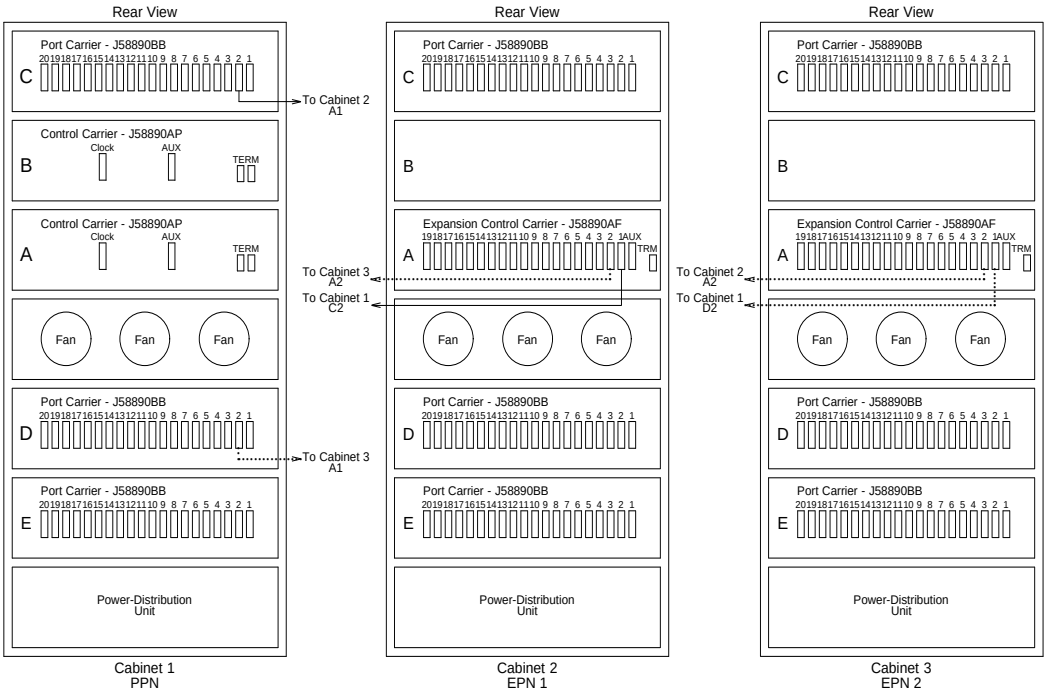
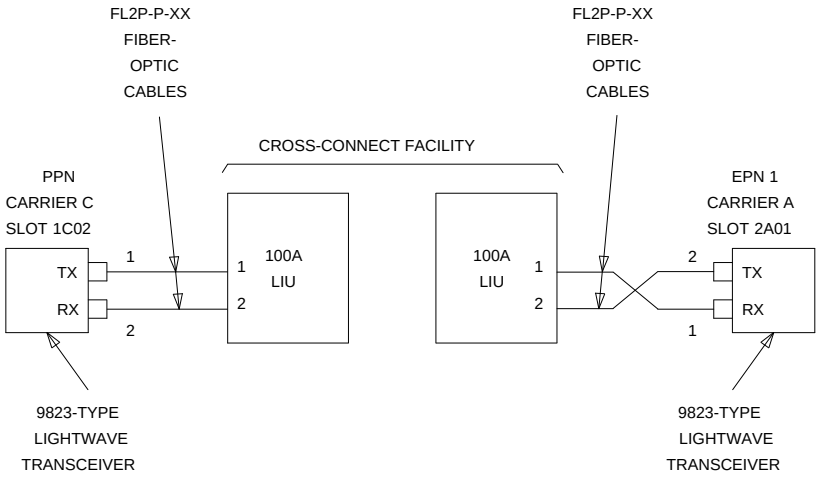
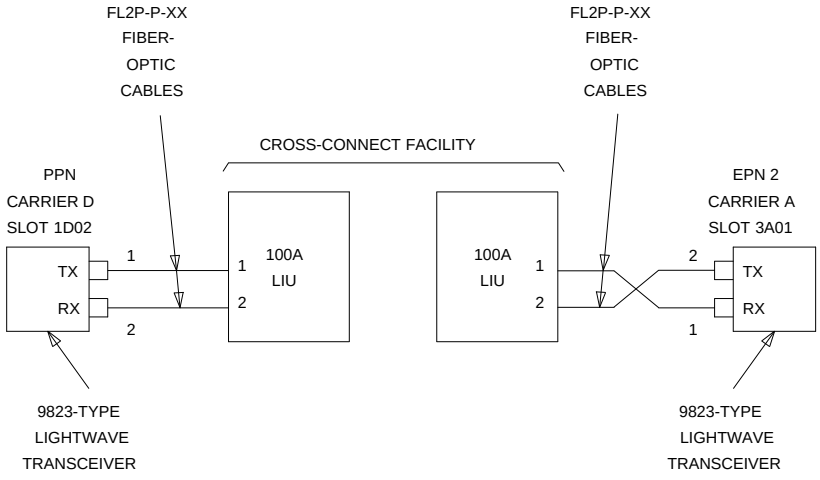
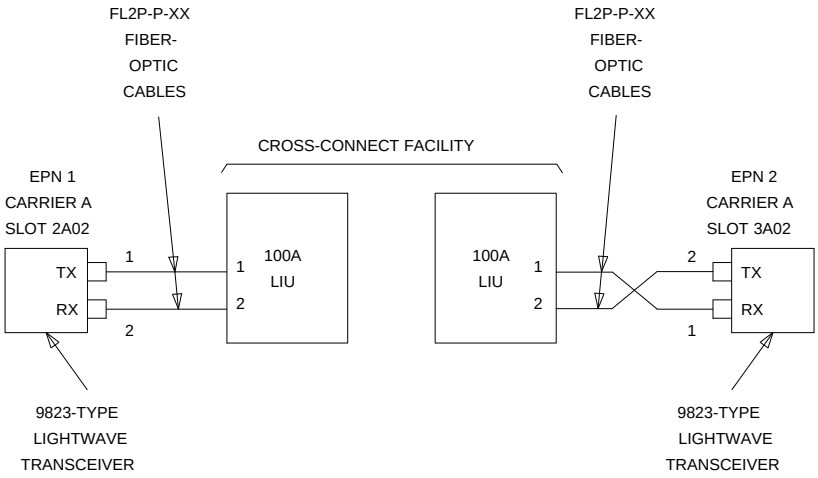

Figure 6-32. High-Reliability G3r V4 with Two or Three Port Networks
Figure 6-33. Fiber-Optic Connections PPN to EPN1
Figure 6-34. Fiber-Optic Connections PPN to EPN2
Figure 6-35. Fiber-Optic Connections EPN1 to EPN2
1. Behind port carrier C of PPN cabinet 1 (see Figure 6-32, Figure 6-33, Figure 6-34, and Figure 6-35):